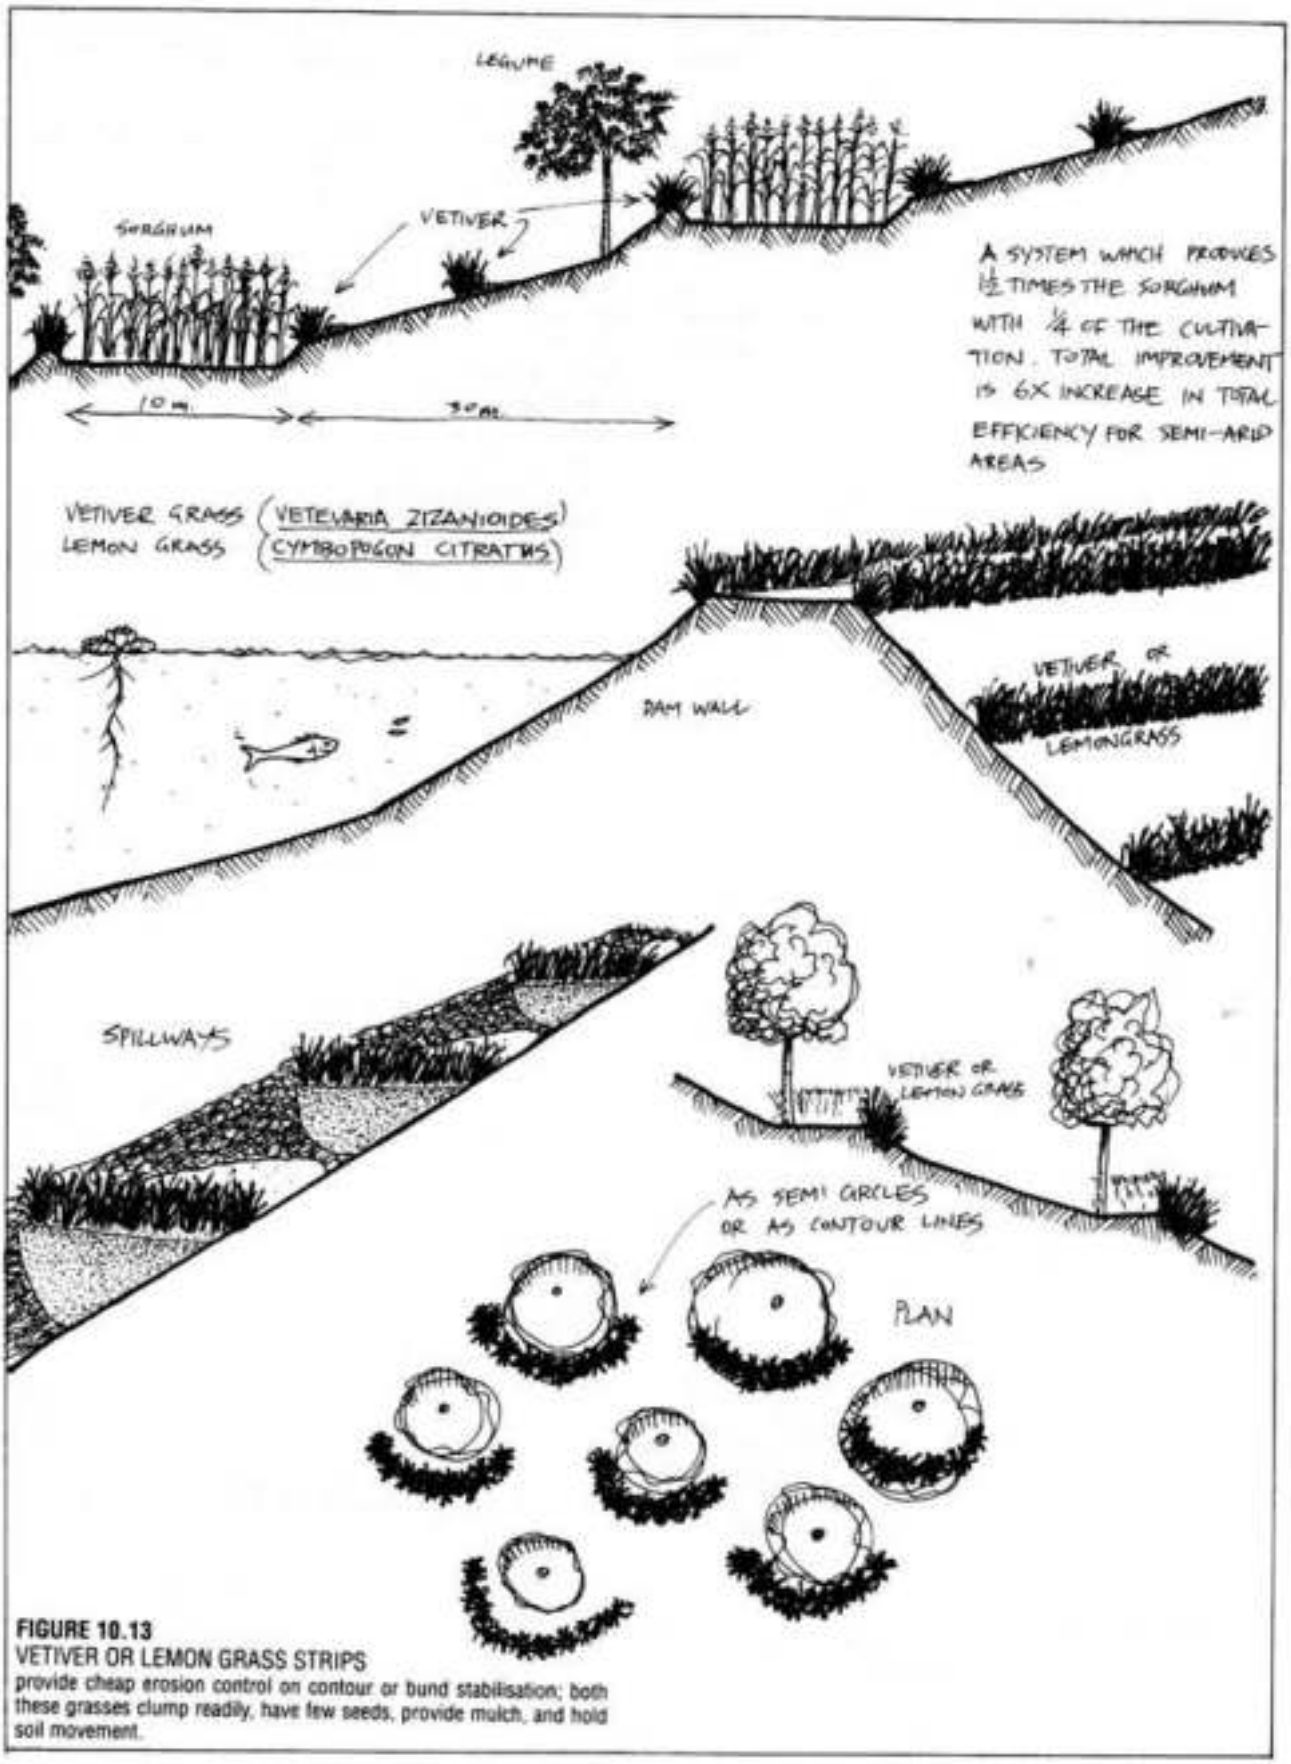

FIGURE 10.13
- Contour strips of Vetiver grass, lemongrass, banna grass with tree legumes not only replace contour ridges but trap soil particles, and is a cheap way to "terrace", even on steep slopes. These strips provide mulch for trees and intercrop (**Figure 10.13**).